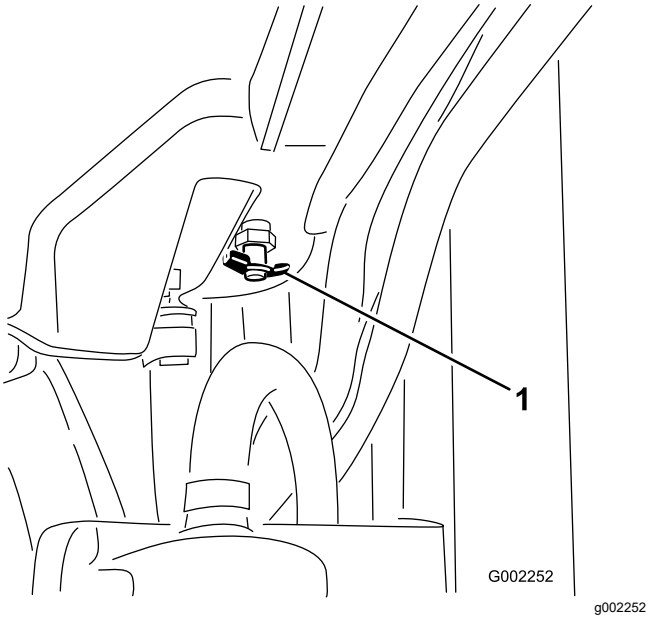

**Figur 104**
4. Öppna tömningsventilen och låt kylvätskan rinna ned i kärlet (Figur 104).
5. Stäng tömningsventilen (Figur 104).